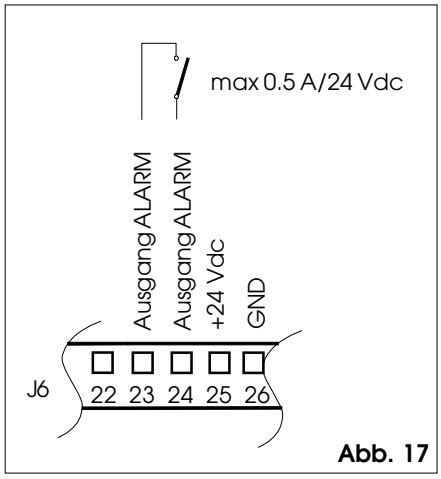

Abb. 17
⑦ **Klemmenleiste J6** Relaisausgänge und Sonderfunktionen (Abb. 17, 18, 19)